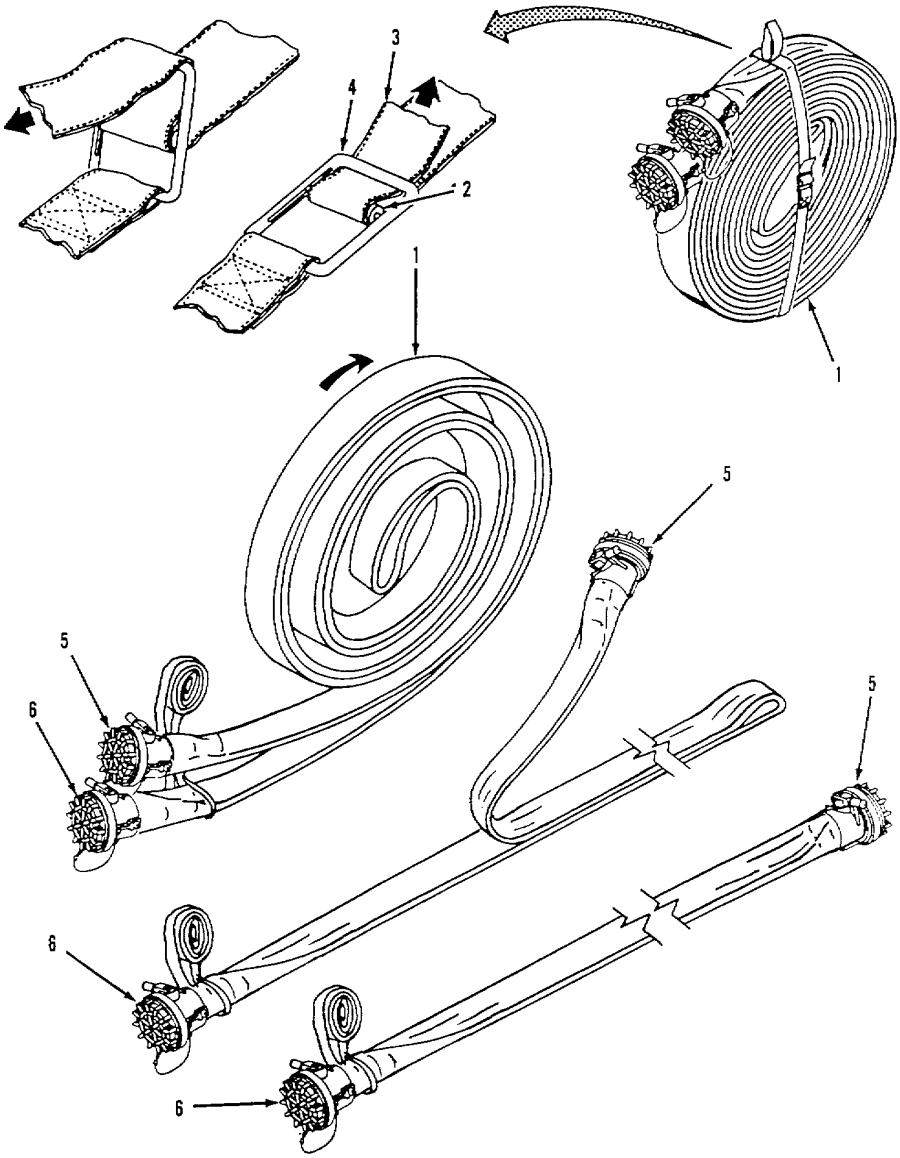

Figure 2-22. Rolling Fuel Hoses.
(10) Disconnect fuel hose (11) from tee (3).
(11) Disconnect fuel hose (10) from elbow (9).
(12) Disconnect elbow (9) from fuel hose (8).
(13) Disconnect two fuel hoses (7 and 8) from tee (5).
(14) Disconnect fuel hose (6) from tee (5).
(15) Disconnect tee (5) from fuel hose (4).
(16) Disconnect fuel hose (4) from tee (3).
(17) Disconnect tee (3) from fuel hose (1).
(18) Disconnect quick disconnect end of fuel hose (1) from HEMTT tanker fuel outlet (2).
(19) Prepare HEMTT tanker for movement in accordance with TM 9-2320-279-10-1.
f. Rolling Fuel Hoses. Refer to figure 2-22.